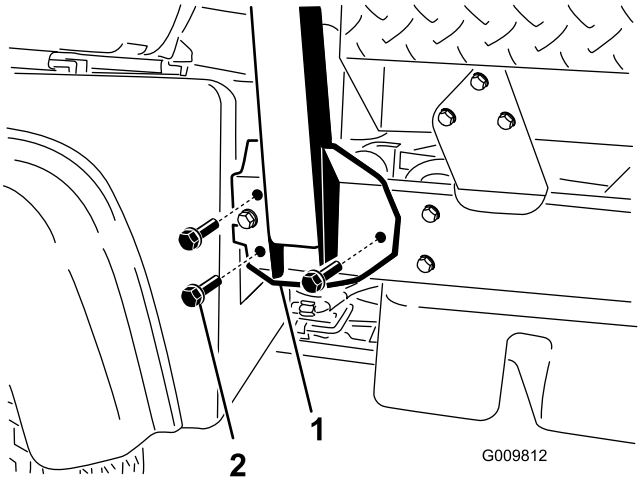

Figur 4
1. Placer hver side af styrtbøjlen ud for monteringshullerne i hver side af køretøjets stel som vist i Figur 4.